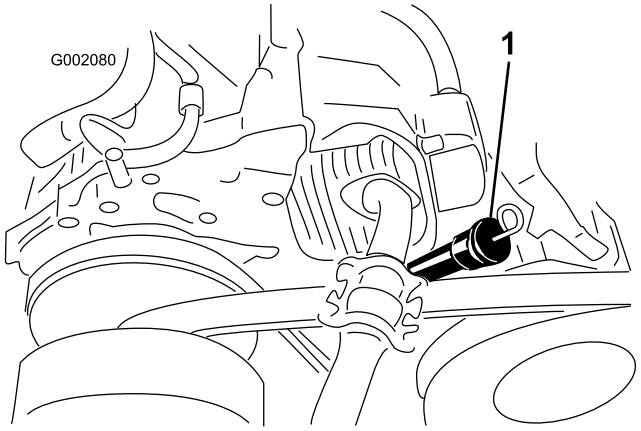

Figura 16
3. Utilice un trapo para limpiar alrededor del tubo de llenado (Figura 16) para impedir que caiga suciedad por el tubo y cause daños en el motor.
4. Retire la varilla de aceite y limpie el extremo (Figura 16).
5. Introduzca la varilla a fondo en el tubo de llenado (Figura 16).
8. Instale la varilla de aceite y asiéntela firmemente (Figura 16).